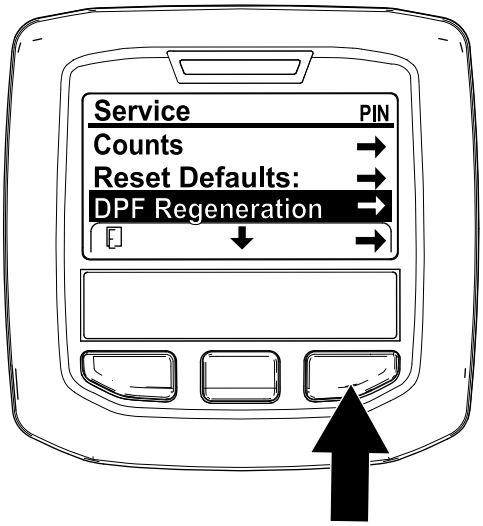

Figura 40
1. Aceda ao menu de manutenção, pressione o botão central para se deslocar para a opção DPF REGENERATION (Regeneração do DPF) (Figura 40).
2. Pressione o botão direito para selecionar a entrada Regeneração do filtro de partículas de gasóleo (Figura 40).